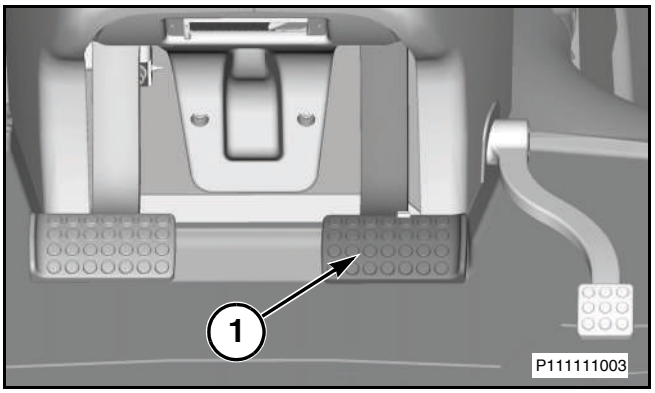

Рис. 26
Рис. 26: При нажатии на педаль рабочего тормоза (1) к обоим ведущим мостам прилагается одинаковое тормозное усилие. При увеличении оказываемого на педаль усилия тормозное усилие увеличивается.